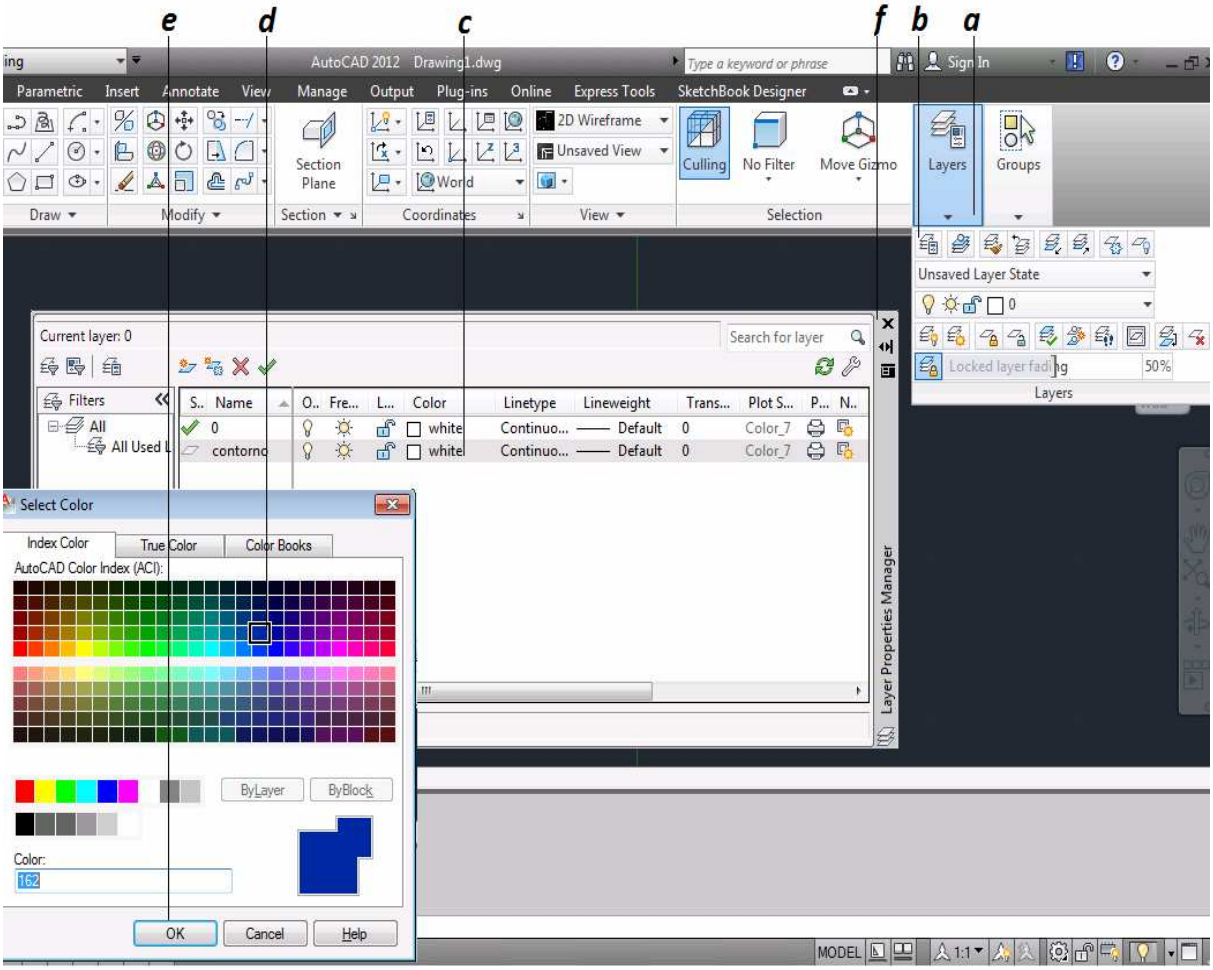

Figura 3.46 Capas "Color de Capa"
a. Se selecciona el icono Capas *(figura 3.46)*.
b. Se selecciona el icono Propiedades de Capas *(figura 3.46)*.
c. Se selecciona el icono Color para activar el cuadro de dialogo *(figura 3.46)*.
d. Se selecciona el color deseado del cuadro de dialogo *(figura 3.46)*.
e. Clic en el Botón Aceptar [OK] *(figura 3.46)*.
f. Clic en el botón cerrar para cerrar el cuadro de dialogo *(figura 3.46)*.